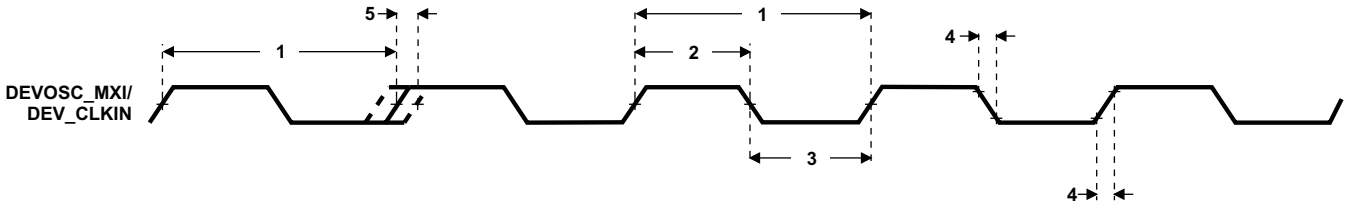

Figure 7-12. DEV_MXI/DEV_CLKIN Timing
Table 7-15. Timing Requirements for DEVOSC_MXI/DEV_CLKIN(1) (2) (3)(see Figure 7-12)